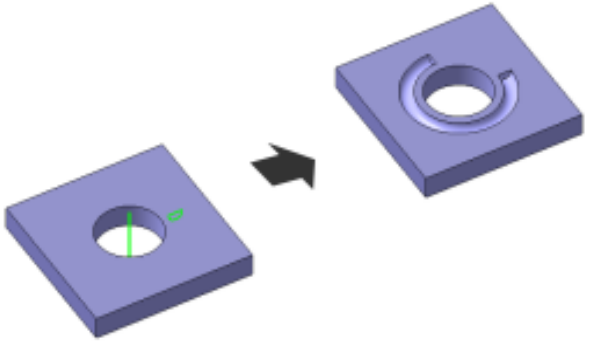

Рис. 7.6
– ***Вырезать вращением*** – создание элемента поворотом сечения вокруг оси (рис. 7.6);